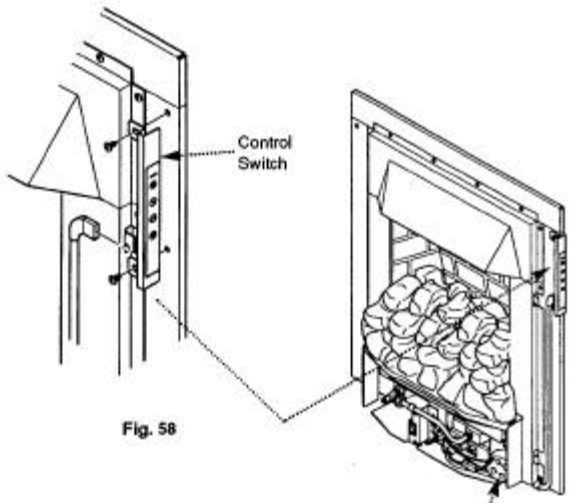

Fig. 58
11.11 Control Switch (Fig. 58)